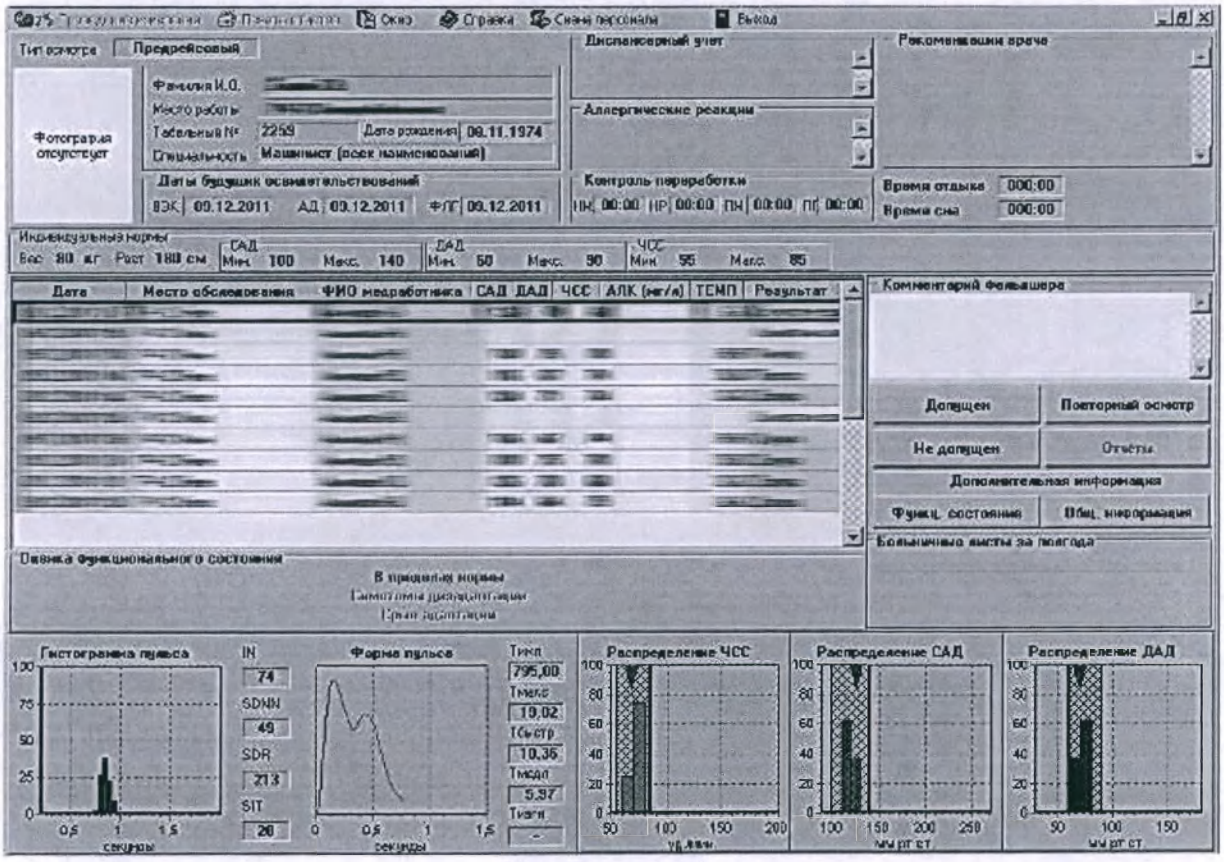

Рисунок 8.11
2.4.11.4 Просмотр комментариев, сделанных ранее, осуществляется по кнопке «Общ. Информация» в поле «Дополнительная информация» (рисунок 8.11).
2.4.11.6 В нижней части окна (рисунок 8.11) представлены диаграммы:
2.4.11.7 В качестве дополнительной информации Вы можете посмотреть общую информацию или функциональное состояние обследуемого работника. Для этого, в поле «Дополнительная информация» (рисунок 8.11) с помощью курсора мыши нажмите на кнопку «Функциональное состояние».
2.4.11.14 Для допуска обследуемого работника нажмите на кнопку «Допущен», расположенную в правой части окна «Принятия решения» (рисунок 8.11) и обследование будет завершено. Если Вам необходимо провести повторный осмотр, нажмите на кнопку «Повторный осмотр».